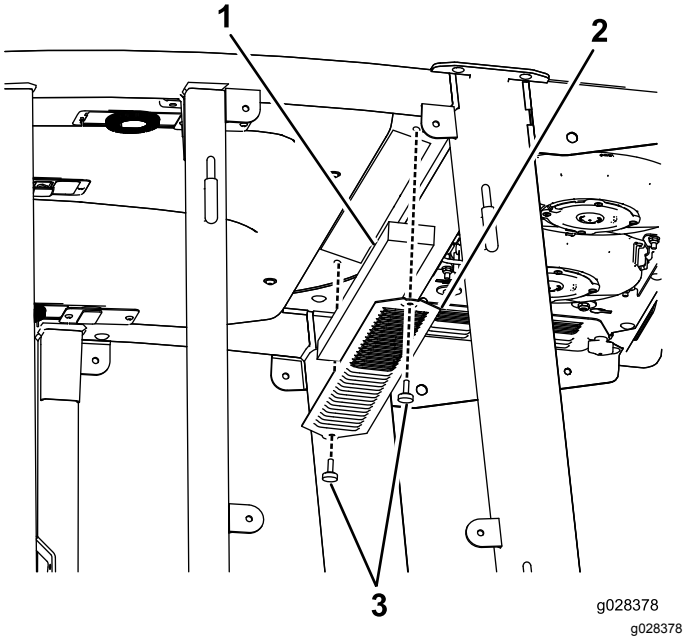

Figur 112
1. Fjern skruene og ristene over luftfiltrene både i og bak førerhuset (Figur 112).